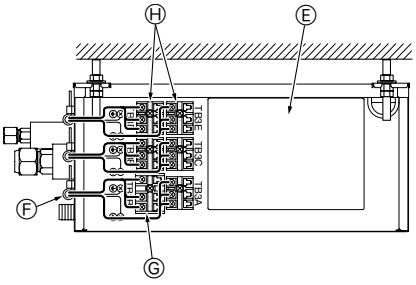

Fig. 9-3
4. Befestigen Sie jede Ader an ihrem Ort mit einer Kabelklemme. (Fig. 9-3)
5. Schließen Sie jedes Kabel am zugehörigen Anschlussblock an. (Fig. 9-3)